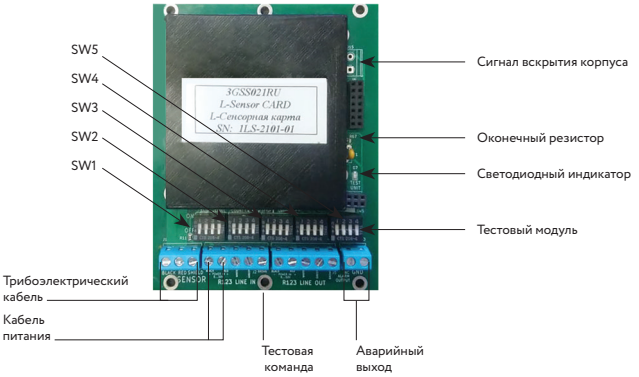

Рисунок 2 – Внешний вид платы БОС
1.4.6.1 Ручная настройка уровня усиления сигнала осуществляется группой DIP-переключателей в блоке SW1 (см. рис. 2) в соответствии с таблицей 4.
1.4.7.1 Ручная настройка порога срабатывания осуществляется группой DIP-переключателей в блоке SW1 (см. рис. 2) в соответствии с таблицей 5.
1.4.8.4 Ручная настройка временного интервала подсчета тревожных событий осуществляется DIP-переключателем 3 в блоке SW2 (см. рис. 2) в соответствии с таблицей 7.
1.4.9.2 Ручная настройка минимальной длительности импульса осуществляется DIP-переключателем 4 в блоке SW2 (см. рис. 2) в соответствии с таблицей 8.
1.4.9.3 В блоке SW3 (см. рис. 2) использованы только DIP-переключатели 1 и 2,